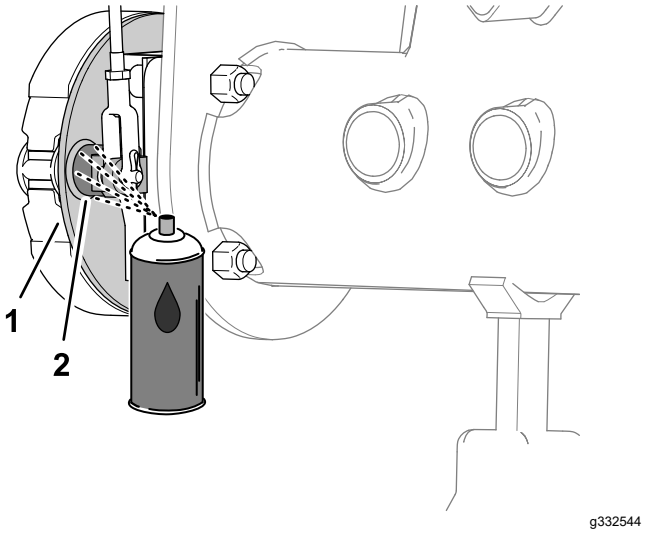
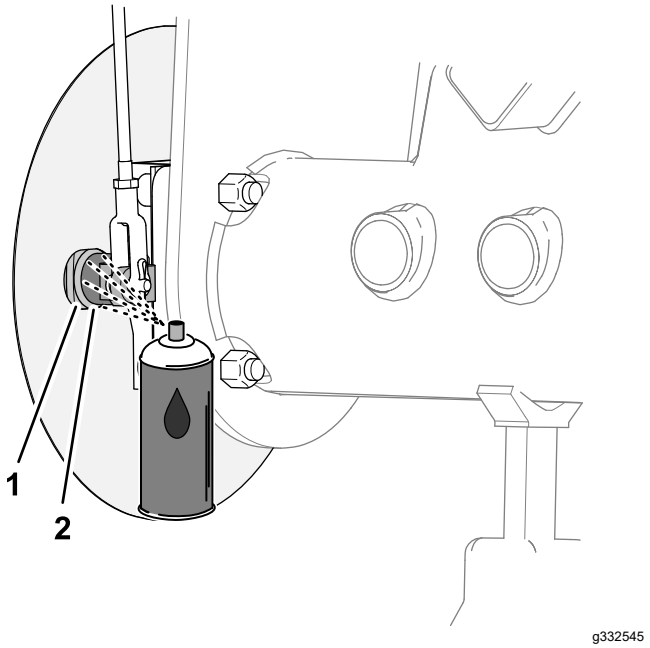

Figur 65
Figur 66
1. På innsiden av bremsestøtteplaten (maskiner uten det valgfrie gresskjoldet til hjulplate til felgen) eller hjulskjoldet (maskiner med det valgfrie gresskjoldet til hjulplate til felgen), spray penetrerende olje mellom kamakselen for bremsen og støtteplaten (Figur 65 eller Figur 66).